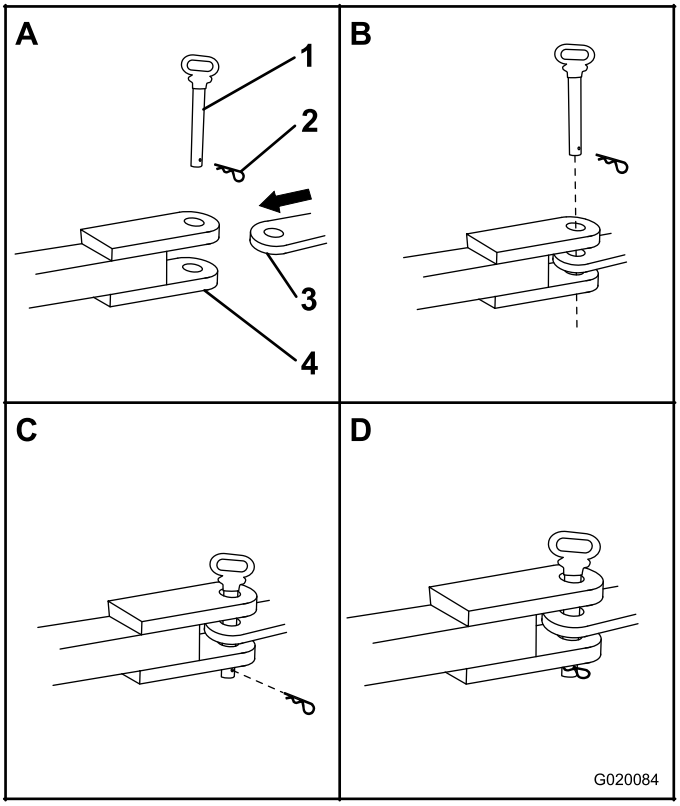

Figura 22
1. Posicione el extremo delantero del acoplamiento de pasador entre las chapas superior e inferior de la barra de tiro del vehículo de remolque y asegúrese de que los taladros están alineados (Figura 22).
2. Introduzca un pasador de enganche de 19 mm (3/4 pulgada) o 22 mm (7/8 pulgada) por los taladros del acoplamiento y de la barra de tiro (Figura 22).
3. Introduzca una chaveta por el taladro de la parte inferior del pasador de enganche (Figura 22).